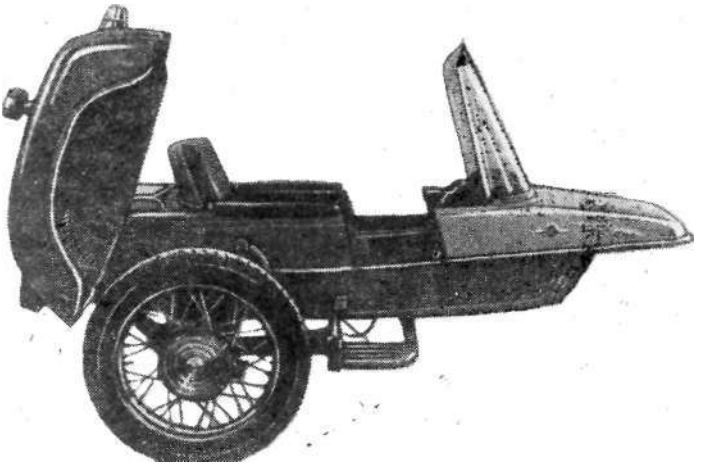

Рис. 44. Боковой прицеп БП-1.
**Боковой прицеп** БП-1 **(рис.44) мотоцикла ИЖ-ЮЗК отличается от БП-62 и БП-65 конструкцией и внешним видом.**